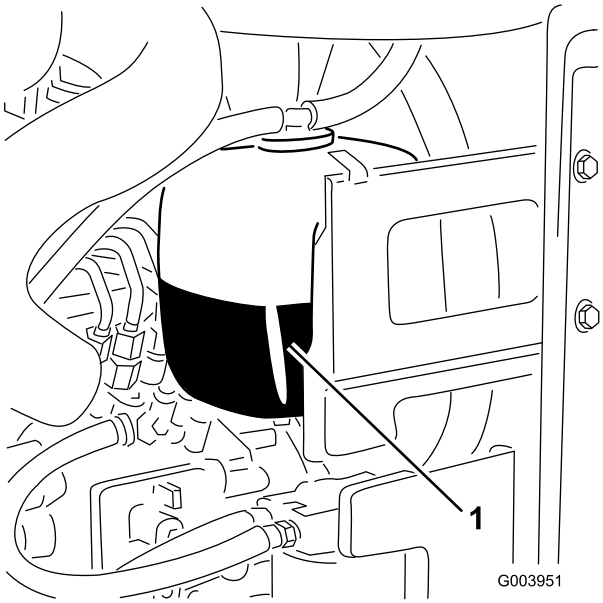

Figuur 32
1. Controleer het koelvloeistofpeil in de expansietank (Figuur 32).